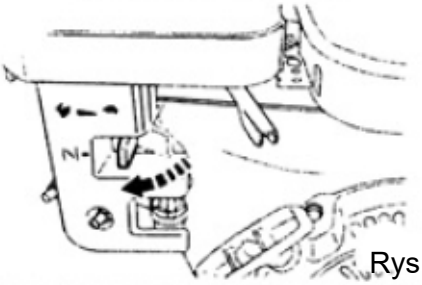

Rys. 6
4. Zamknąć dźwignię ssania. Jeśli silnik jest ciepły lub temperatura otoczenia jest wysoka, dźwignię ssania należy ustawić w połowie, lub pozostawić całkowicie otwartą. Jeśli silnik jest zimny lub temperatura otoczenia jest niska, należy całkowicie zamknąć dźwignię ssania. (Rys. 6)